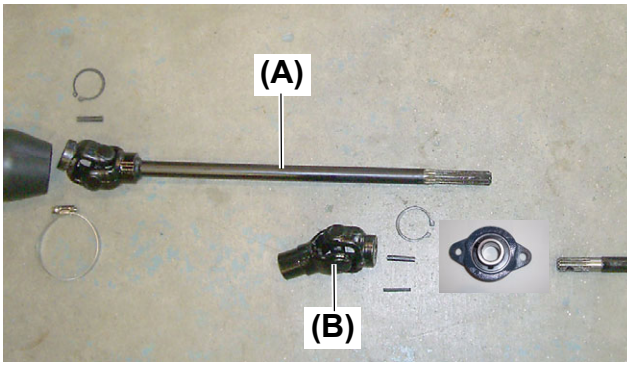

Fig. 11
(1) When assembling the parts **(Fig. 11, (A))** and **(Fig. 11, (B))** of the front drive shaft, align their matching positions.
(2) Apply grease to the O-ring seal, internal splines of the rear prop shaft and to the splines of the 4WD output shaft.